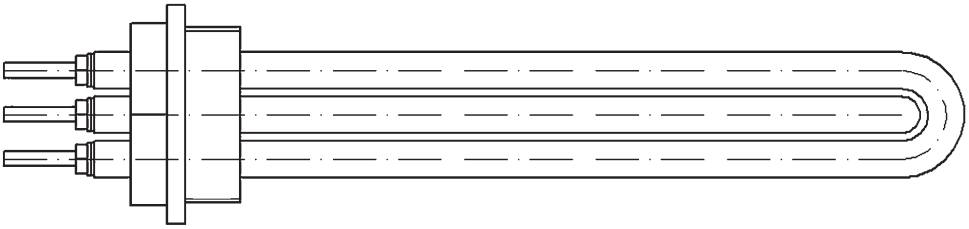

Рис. 1. *Трубчатый электронагреватель блочный (ТЭНБ).*
Блок ТЭНов (Рис. 1) или Трубчатые Электрические Нагреватели Блочные (далее по тексту – ТЭНБ), предназначены для нагревания воды или антифризов для систем отопления. ТЭНБ представляет собой фланец с наружной резьбой, в который герметично запрессованы трубчатые электронагреватели с резьбовыми выводами (М4). Фланец имеет трубную цилиндрическую резьбу по ГОСТ 6357-81 G1 1/4”.
- Периодически (не реже одного раза в год и перед каждым отопительным сезоном) проводить визуальный осмотр электрических контактов, зачищать их и производить протяжку с усилием гаек на контактных стержнях ТЭН с усилием 2.0 Нм (см.Рис.1,3);